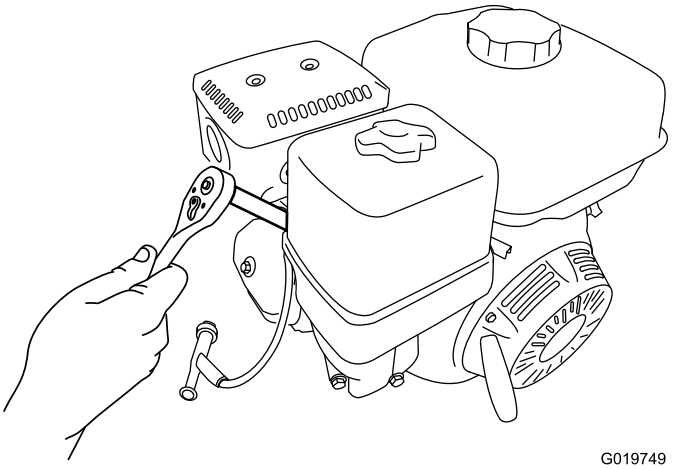

Figure 54
5. Rotate the spark plug counterclockwise using a 20 mm (13/16 inch) spark-plug wrench to remove the plug and the sealing washer (Figure 54).
2. Rotate spark plug clockwise using a 20 mm (13/16 inch) spark-plug wrench until the plug and sealing washer are seated (Figure 54).